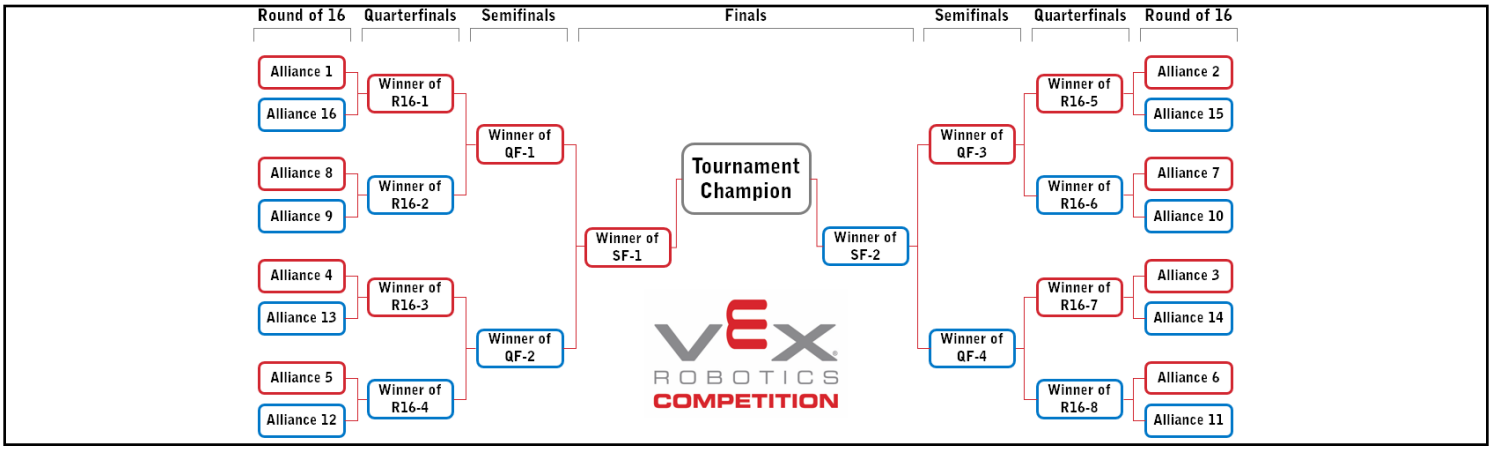

Figure T17-1: *A 16-Alliance bracket*
<T17> Elimination Matches follow the Elimination Bracket. A sixteen (16) *Alliance* bracket plays as shown in Figure T17-1, with *Matches* proceeding in numbered order through each round.
If an event is run with fewer than 16 *Alliances*, then they will use the bracket shown in Figure T17-1, with *Byes* awarded when there is no applicable *Alliance*. For example, in a *Tournament* with 12 *Alliances*, *Alliances* 1, 2, 3, & 4 would automatically advance to the Quarterfinals.